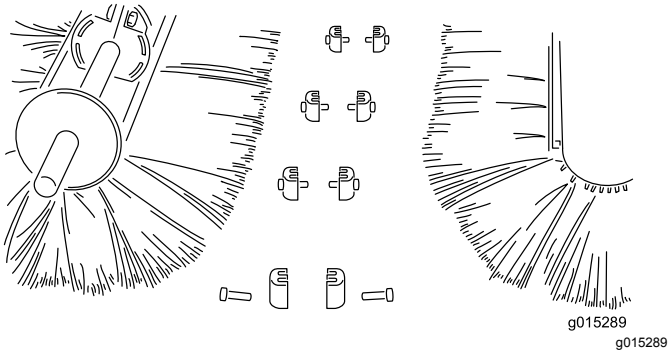

**Figur 30**
4. Dela borsthalvorna och släng den eller de delar som är skadade (Figur 30).